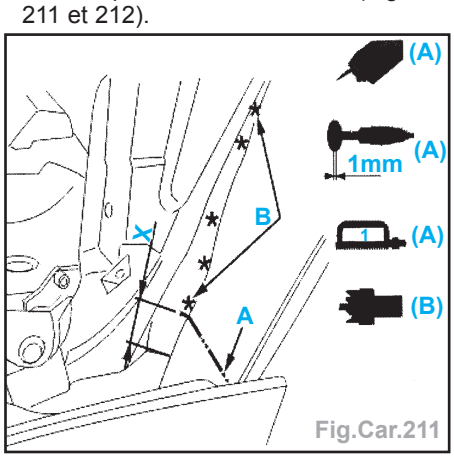

Fig.Car.211
- Tracer puis découper l'aile à l'aide d'une meule épaisseur 1 mm en **A** (Fig.Car. 211 et 212).